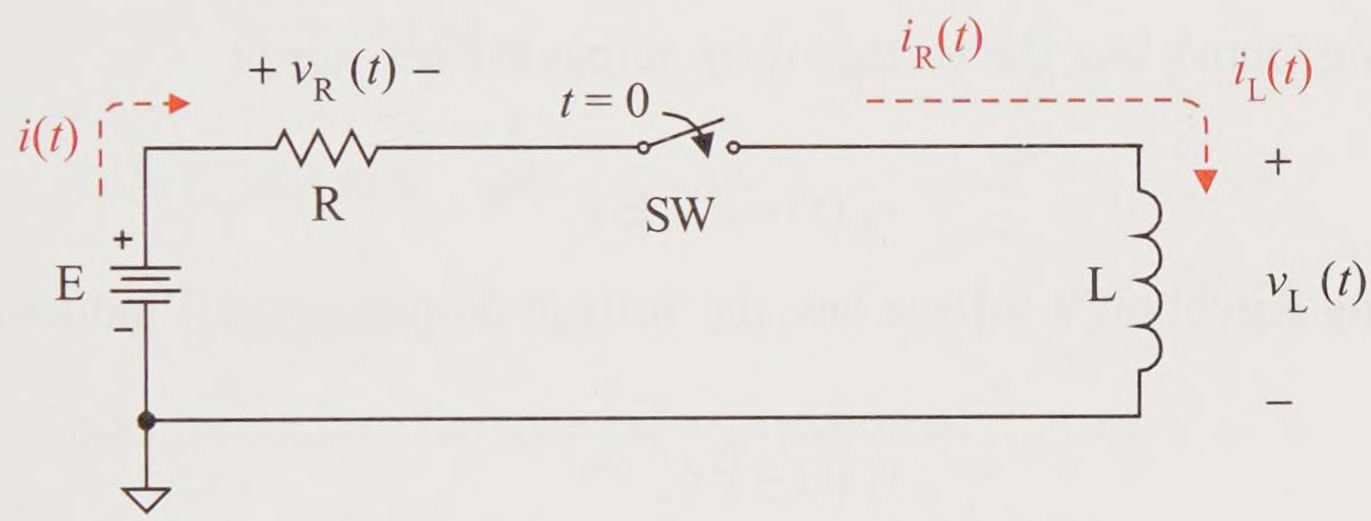

Figure 16-23 Basic *RL* transient circuit
There are three distinct activities or phases in a dc transient: (1) initial circuit with its initial values, (2) the steady state circuit and its steady state values, and (3) the transient state as the voltages and currents go from their initial values to their steady state values. Initial and steady state circuits are relatively straightforward to analyze. Calculus provides the solution for the transient expressions of voltages and currents. Using the simple *RL* circuit of Figure 16-23, perform basic circuit analysis.